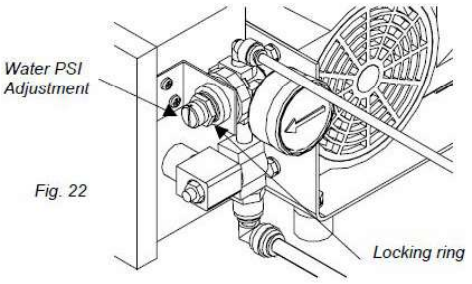

Fig. 22
- Turning the knob with slot on top of regulator performs regulator adjustment. Turn knob clockwise to increase pressure and counter-clockwise to decrease pressure. After water pressure is at desired setting, tighten adjustment-locking ring (figure 22).